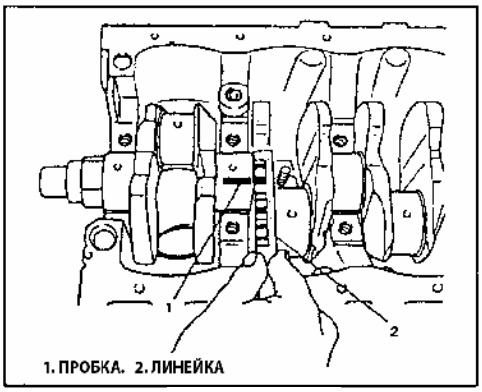

Рис. 158
5) Снимите крышку подшипника, измерьте ее толщину при помощи линейки (Рис. 158). Если зазор превышает допустимые пределы, замените коренной подшипник. Всегда меняйте верхний и нижний вкладыши одновременно. С новыми установленными вкладышами зазор должен прийти в норму. Если это не так, при необходимости отшлифуйте шейки коленвала под ремонтные вкладыши с увеличенным размером на 0.25 мм.